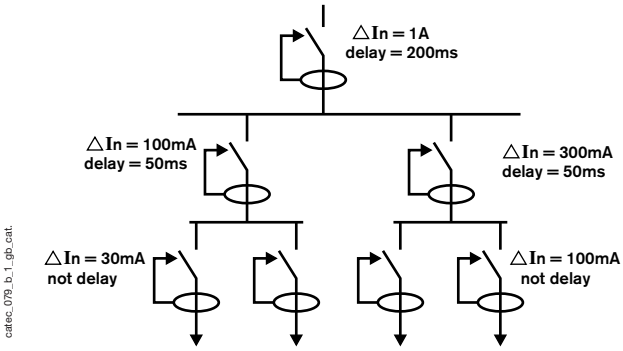
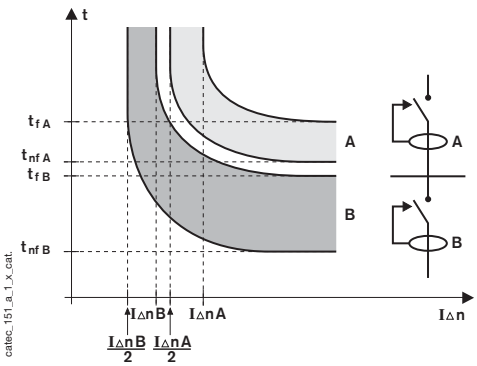

Fig. 1
Fig. 2
1. The operating time of the downstream RCD (tf_B figure 2) must be smaller than the non-operating time of the upstream device (tnf A). A simple solution to meet this condition consists of using class S RCDs (adjustable delay). Upstream RCD delay must be greater than downstream RCD delay (figure 1).
2. The sensitivity of the downstream RCD (IΔn B) must be smaller than half of IΔn A upstream RCD sensitivity (see figures 1 and 2).